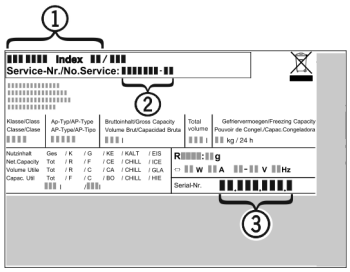

Fig. 11
- ▶ Odczytać z tabliczki znamionowej oznaczenie urządzenia *Fig. 11 (1)*, nr serwisowy *Fig. 11 (2)* oraz numer seryjny *Fig. 11 (3)*. Tabliczka znamionowa znajduje się po lewej stronie wewnątrz urządzenia.
- ▶ Poinformować serwis i podać opis zakłócenia, oznaczenie urządzenia *Fig. 11 (1)*, nr serwisowy *Fig. 11 (2)* oraz numer seryjny *Fig. 11 (3)*.